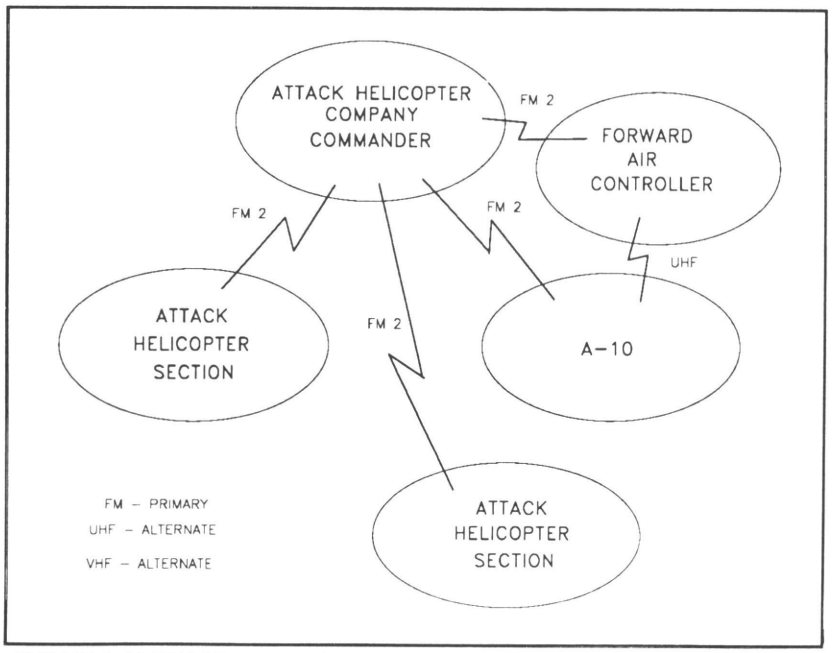

FIGURE 2: JAAT/CAS command net.
With the JAAT/CAS command net depicted in figure 2, the attack helicopter battalion is capable of coordinating the actions of the various fire support and aircraft that are available. Field Manual (FM) 1-112, *Attack Helicopter Battalion,* stipulates that it would be preferable if Army very high frequency (VHF) is used; however, any Army frequency band can be employed if VHF is not present.[2]